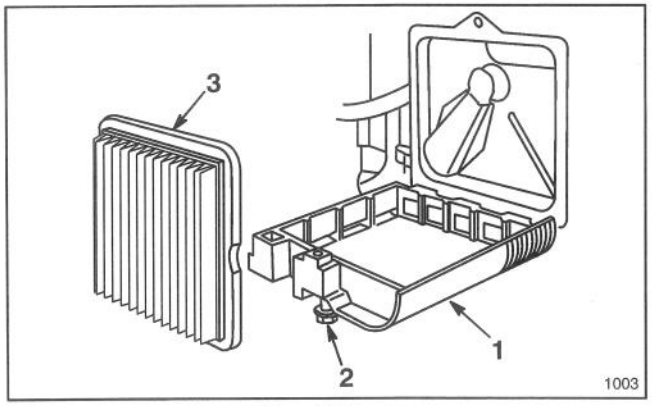

Afbeelding 9
2. Verwijder de schroef waarmee het luchtfilterdeksel aan de motor is bevestigd (Afb. 9). Licht het deksel op en maak het grondig schoon.
3. Verwijder het papieren luchtfilter en gooi het weg (Afb. 9).